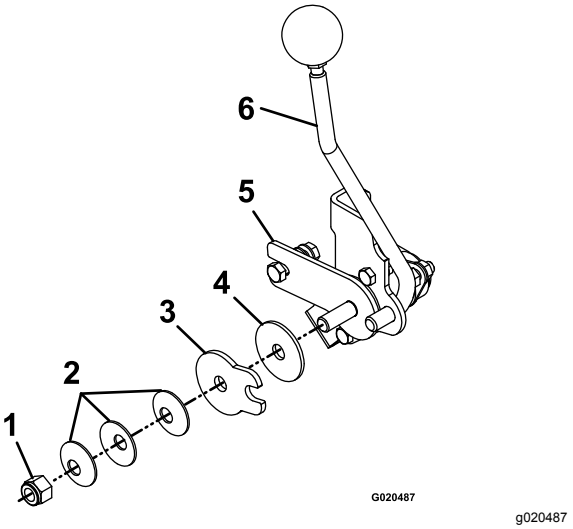

Figuur 65
3. Stel de kantelmoer aan het uiteinde van de stang in, aan de voorkant van het rechter bedieningpaneel (Figuur 65).